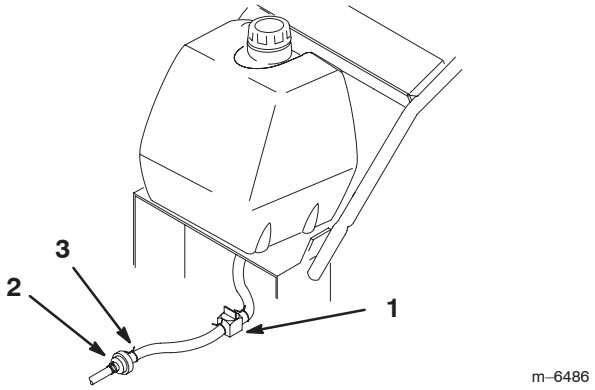

Figure 44
5. Close the fuel shut-off valve in fuel line (Fig. 44).
6. Squeeze the ends of the hose clamp together, and slide it up the fuel line away from fuel filter (Fig. 44).
7. Pull the fuel line off the fuel filter (Fig. 44).
4. Close the fuel shut-off valve (Fig. 44).
5. Squeeze the ends of the hose clamps together and slide them away from the filter (Fig. 44).
8. Open the fuel shut-off valve at the fuel tank (Fig. 44).